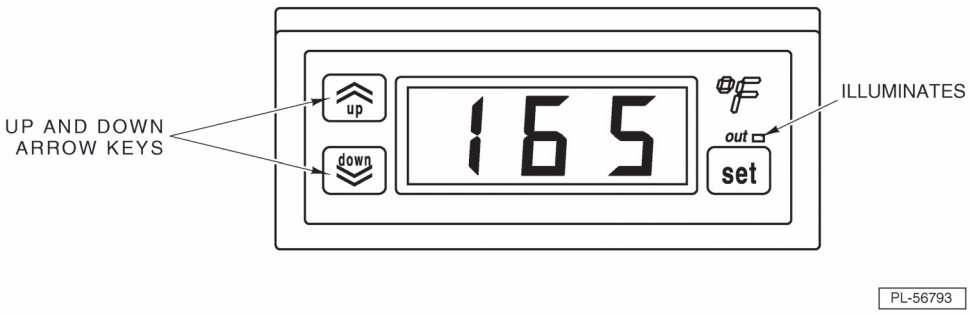

Fig. 17
- The heater output indicator will light as the unit preheats (Fig. 17).